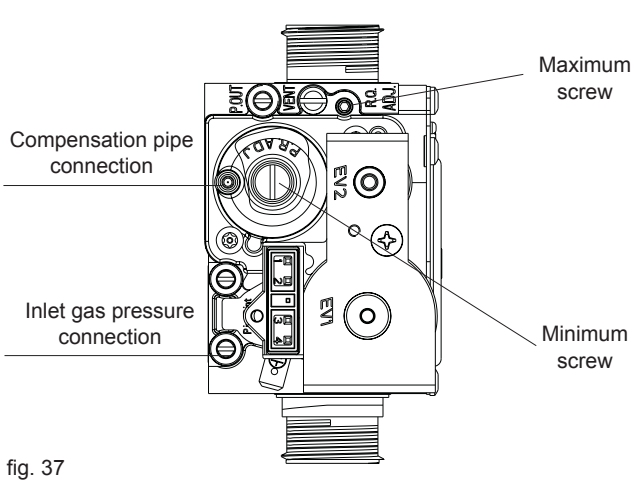

fig. 37
- using a 2.5mm Allen key, very slowly turn the maximum adjustment screw (see fig. 37) – clockwise to decrease, counter clockwise to increase – until the correct value is displayed on the CO_2 analyser (allow time for the analyser to stabilise).
- locate the minimum adjustment screw (fig. 37), using a suitable screwdriver remove the protection plug
- using a 4mm Allen key, very slowly turn the minimum adjustment screw (see fig. 37) - clockwise to increase, counter clockwise to decrease - until the correct value is displayed on the CO_2 analyser (allow time for the analyser to stabilise).